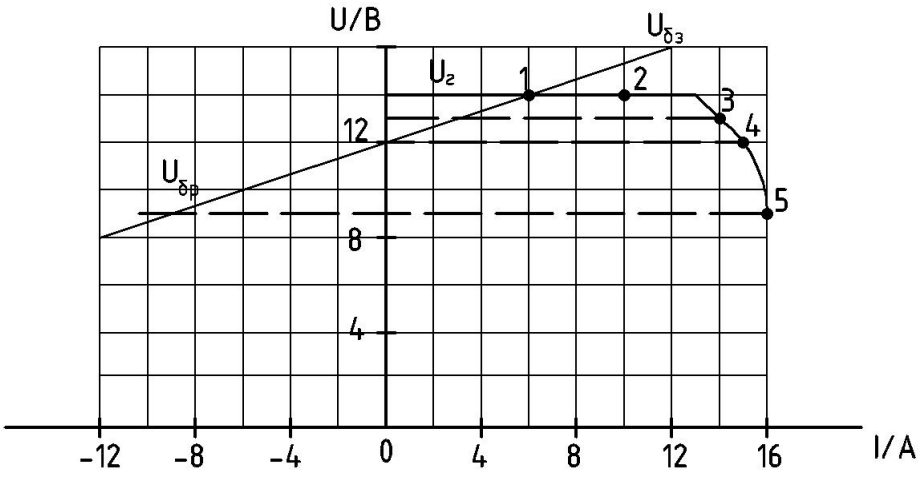

Рис. 2.2. Совмещение разрядно-зарядной характеристики аккумуляторной батареи с внешней характеристикой генератора
2.4. Пользуясь графиком параллельной работы генератора с аккумуляторной батареей (рис. 2.2), определить токи генератора, батареи и нагрузки, а также напряжение системы для указанных точек. Полученные данные свести в табл. 2.1.